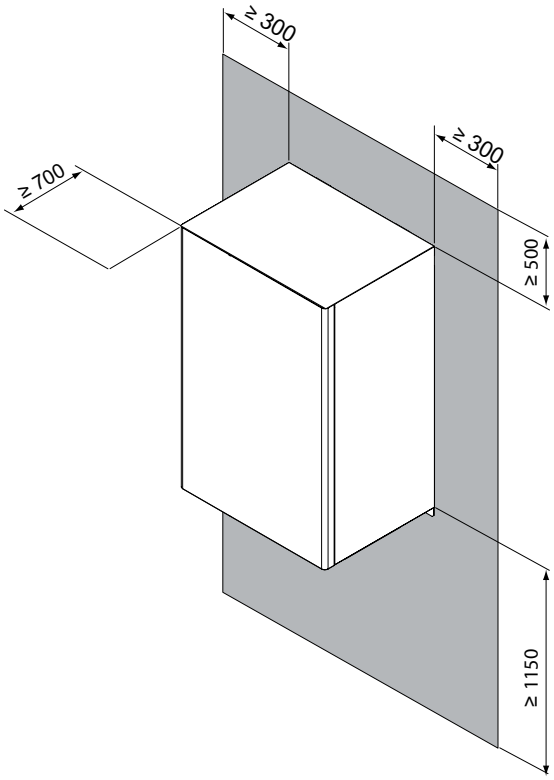

rys. 7 - minimalna strefa robocza dla jednostki wewnętrznej
- Przestrzeń wokół jednostki jest wystarczająca do przeprowadzenia konserwacji, patrz rys. 7.